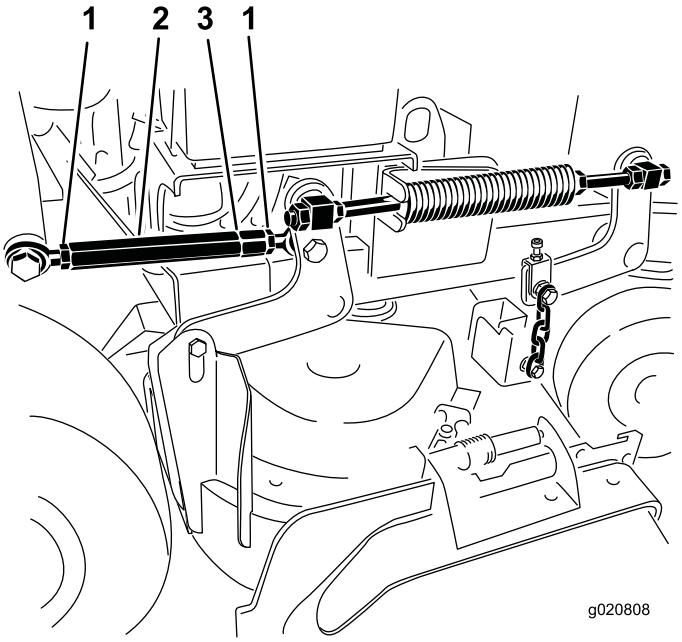

**Figur 87**
5. Løse låsemutrene i begge ender av spennmutteren (Figur 87).
**Merk:** Enden på spennmutteren med et kutt har venstregjenger (Figur 87).